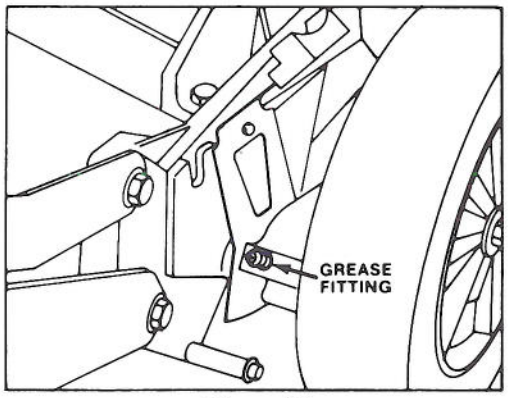

Figure 23
2. On self-propelled models, move rear wheel height-of-cut levers to "C" setting. Wipe grease fittings with clean rag (Fig. 23). Install grease gun onto fitting and gently apply 1 pump of #2 Multi-Purpose Lithium Base Grease. Excess pressure may damage seals.